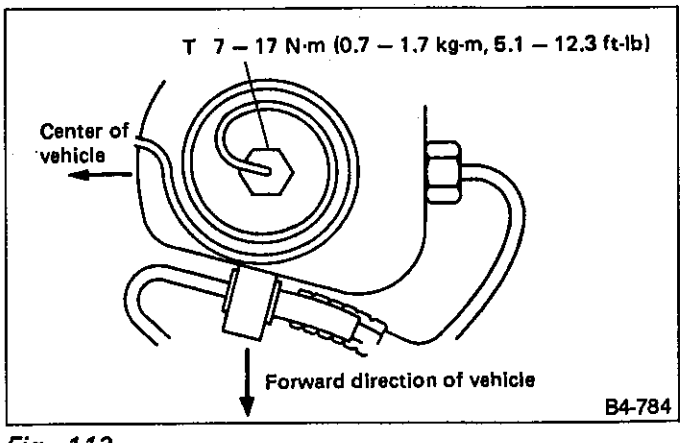

Fig. 113
d. Check that air pipe faces center of vehicle as shown in Figure 113.